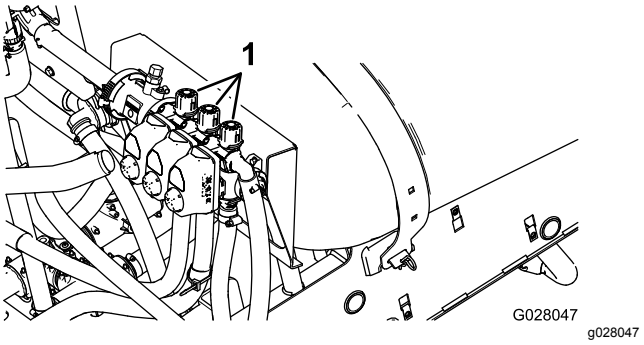

**Figuur 29**
11. Schakel de linker spuitboom uit en stel de omloopknop van de spuitboom (Figuur 29) zodanig in dat de drukmeter de eerder gewijzigde waarde aangeeft (doorgaans 2,75 bar).
13. Stel de omloopknop van de rechter spuitboom (Figuur 29) zodanig in dat de drukmeter de eerder gewijzigde waarde aangeeft (doorgaans 2,75 bar).
15. Stel de omloopknop van de middelste spuitboom (Figuur 29) zodanig in dat de drukmeter de eerder gewijzigde waarde aangeeft (doorgaans 2,75 bar).